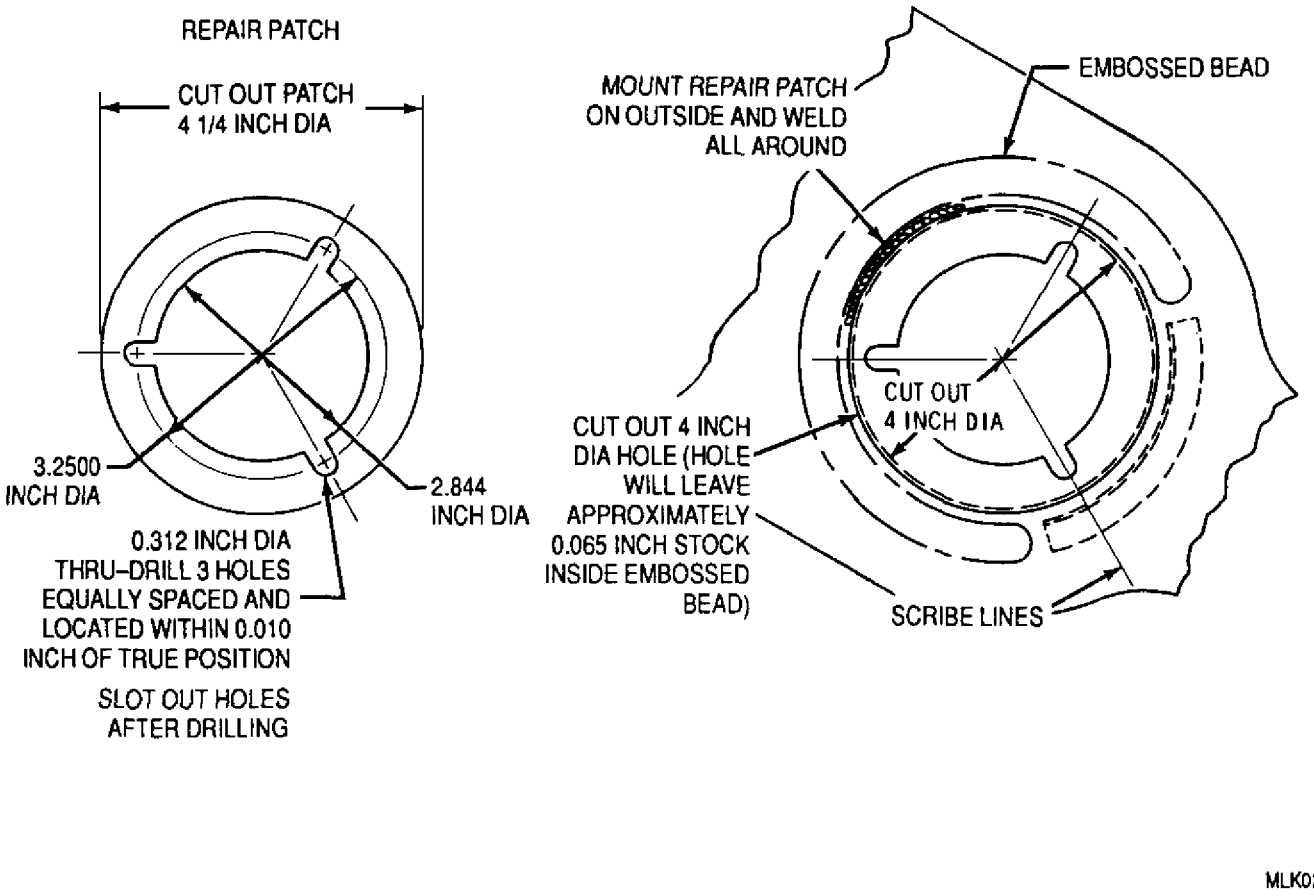

Figure 1. Compressor Bleed Air Collector Weld Repair
(1) Scribe three lines to mark location of hole slots as shown in figure 1.
(2) Cut out damaged area to 4.00 in. diameter. If all crack indications are not removed, weld cracks and dress smooth with surface.